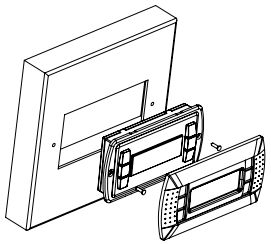

Fig. 1
- Inserire il terminale, privo di cornice frontale, nel foro, e mediante le viti a testa svasata, contenute all'interno dell'imballo, fissare il dispositivo al pannello nelle sedi indicate in Fig. 1;
- *Insert the terminal, with the front frame removed, into the opening, and fasten the device to the panel using the flush-head screws, supplied in the packaging, as shown in Fig. 1;*